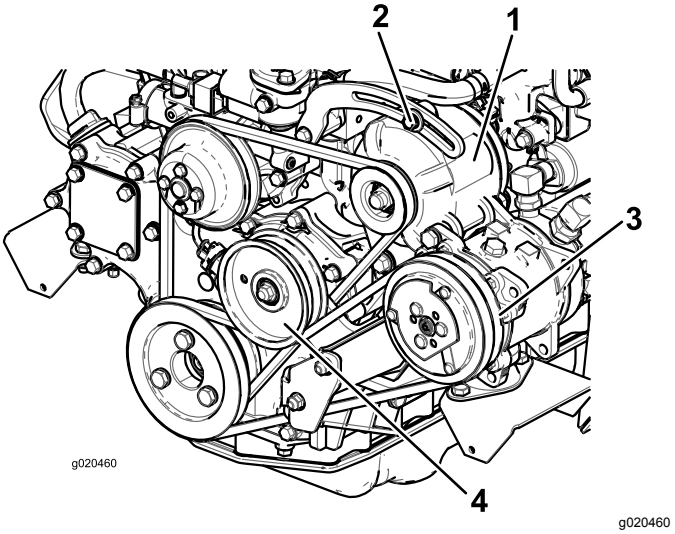

Figuur 64
2. Als de speling niet correct is (10 mm), moet u de montagebouten van de wisselstroomdynamo losdraaien (Figuur 64).